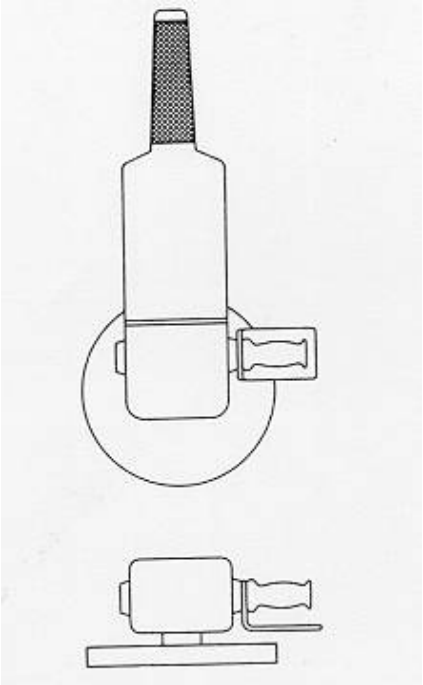

Fig. 2: Protección para la mano en trabajos con platos de lijar
- En caso de utilización de platos de lijar, instalar en la empuñadura lateral la protección correspondiente para la mano (Fig. 2).